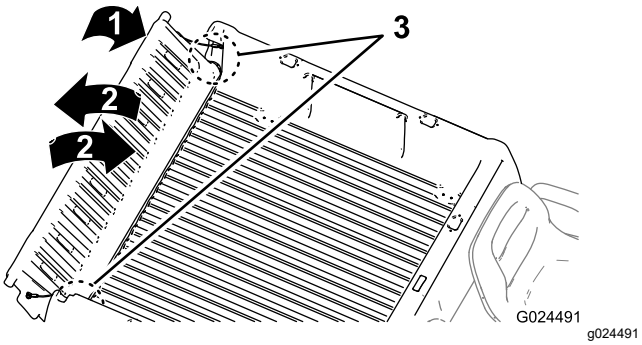

Figur 16
2. Fäll flakskyddet till cirka 45 graders läge (Figur 16).
3. Skaka flakskyddet med korta rörelser för att vrida det framåt och bakåt flera gånger (Figur 16).